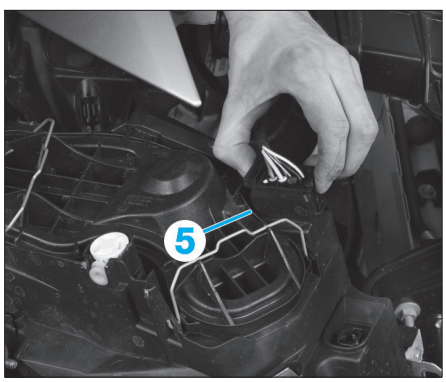

Fig. 80
• Débrancher le connecteur (5) **(Fig.80)**.